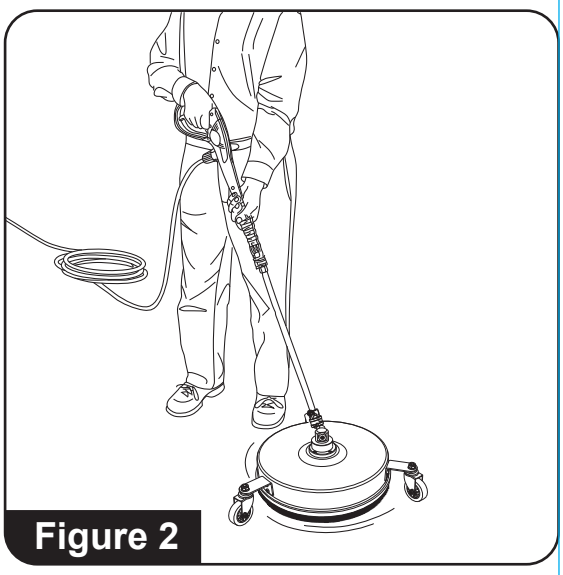

Figure 2
1. Squeeze the trigger and move the surface cleaner back and forth and/or side to side to begin cleaning **(See Figure 2)**.